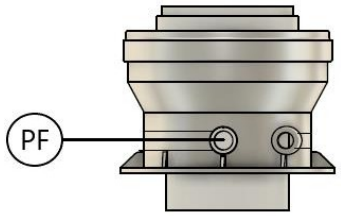
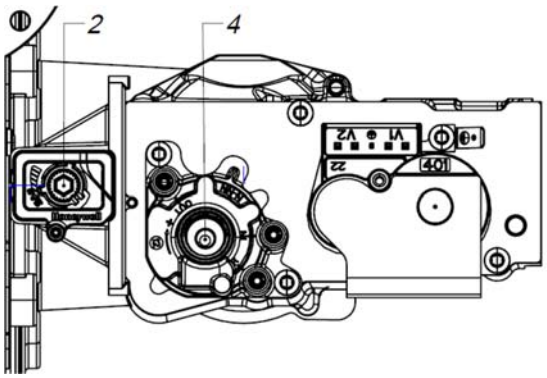

Рисунок 6.3
Рисунок 6.4
- *Вставьте зонд анализатора дымовых газов **(Рисунок 6.3)** в соответствующий штуцер анализа дымовых газов «PF», при использовании адаптера дымохода, в случае использования не коаксиальной трубы, замер необходимо производить через заготовленное отверстие непосредственно в дымоходе, а после замеров необходимо герметично заизолировать отверстие во избежании попаданий дымовых газов в помещение. После чего проверьте, соответствует ли значение CO_2, значениям приведенным ниже в таблице, в противном случае открутите заглушку «А» и отрегулируйте винт «2» регулятора смещения **(Рисунок 6.4)** . Для того чтобы увеличить значение CO_2, необходимо вращать винт по часовой стрелке, а чтобы его уменьшить – против часовой стрелки. После завершения регулировки закрутите заглушку «А» на регуляторе смещения.*
- *Проверьте, соответствует ли значение CO_2 тому, что приведено в **Таблице 6**, в противном случае отрегулируйте винт «4» регулятора подачи газа **(Рисунок 6.4)**. Для того, чтобы увеличить значение CO_2, необходимо вращать винт против часовой стрелки, а чтобы его уменьшить – по часовой стрелке.(Для 150 kw, для увеличения подачи газа необходимо вращать настроечный винт по часовой стрелке)*